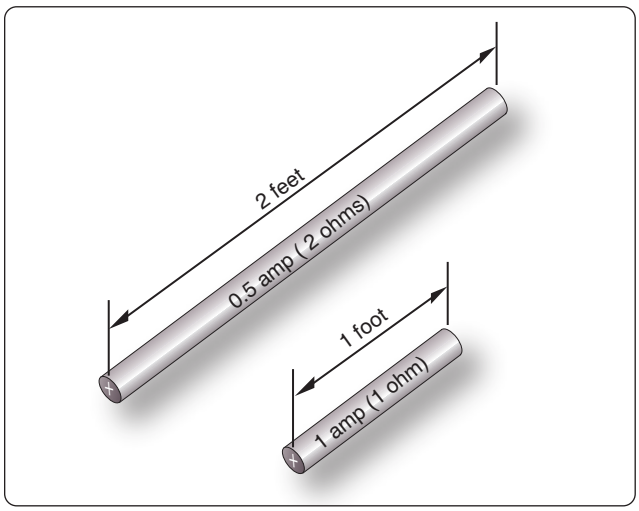

Figure 12-41. *Resistance varies with length of conductor.*
2. The resistance of a metallic conductor is directly proportional to its length. The longer the length of a given size of wire, the greater the resistance. *Figure 12-41* shows two wire conductors of different lengths. If 1 volt of electrical pressure is applied across